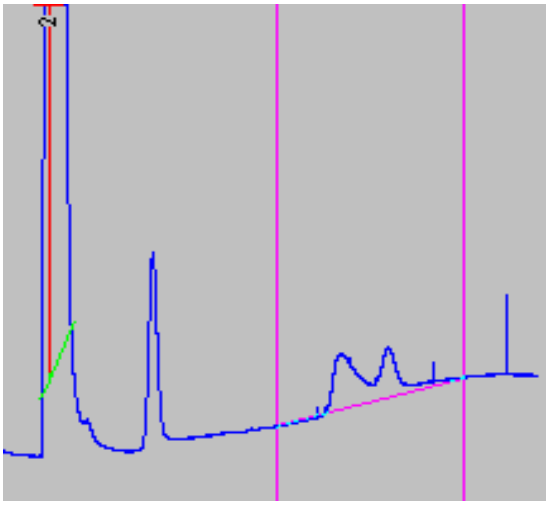

Рис.21-22. До команды К левой базе
- ***Команды К левой базе , К правой базе*** . – Команды используются для компенсации дрейфа нулевой линии (Рис.21-22).